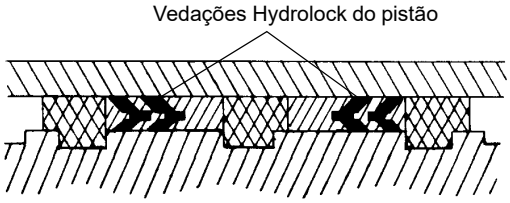

FIGURA 2-44
9. Instale as vedações Hydrolock no pistão. Consulte a Figura 2-44 para ter a orientação correta da vedação.